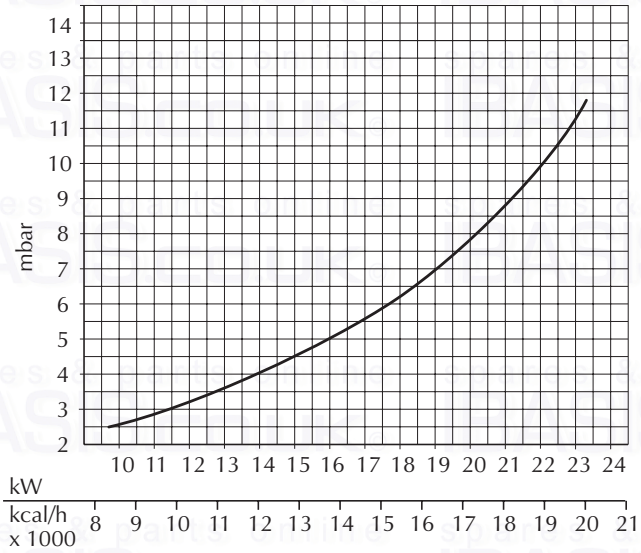

Fig. 4
N.B. - **The gas pressures at the burner and gas flows during the** central heating phase **given in the table refer to** nominal boiler output**. To reduce this output (where necessary), gas pressure must be reduced until the required output level is reached (see figures 4 and 5).**
To adjust boiler heat input (thus also regulating heat output to the central heating water) simply adjust the main burner via the electronic control board (fig. 4, 5 and see paragraph 5.04 page 24).